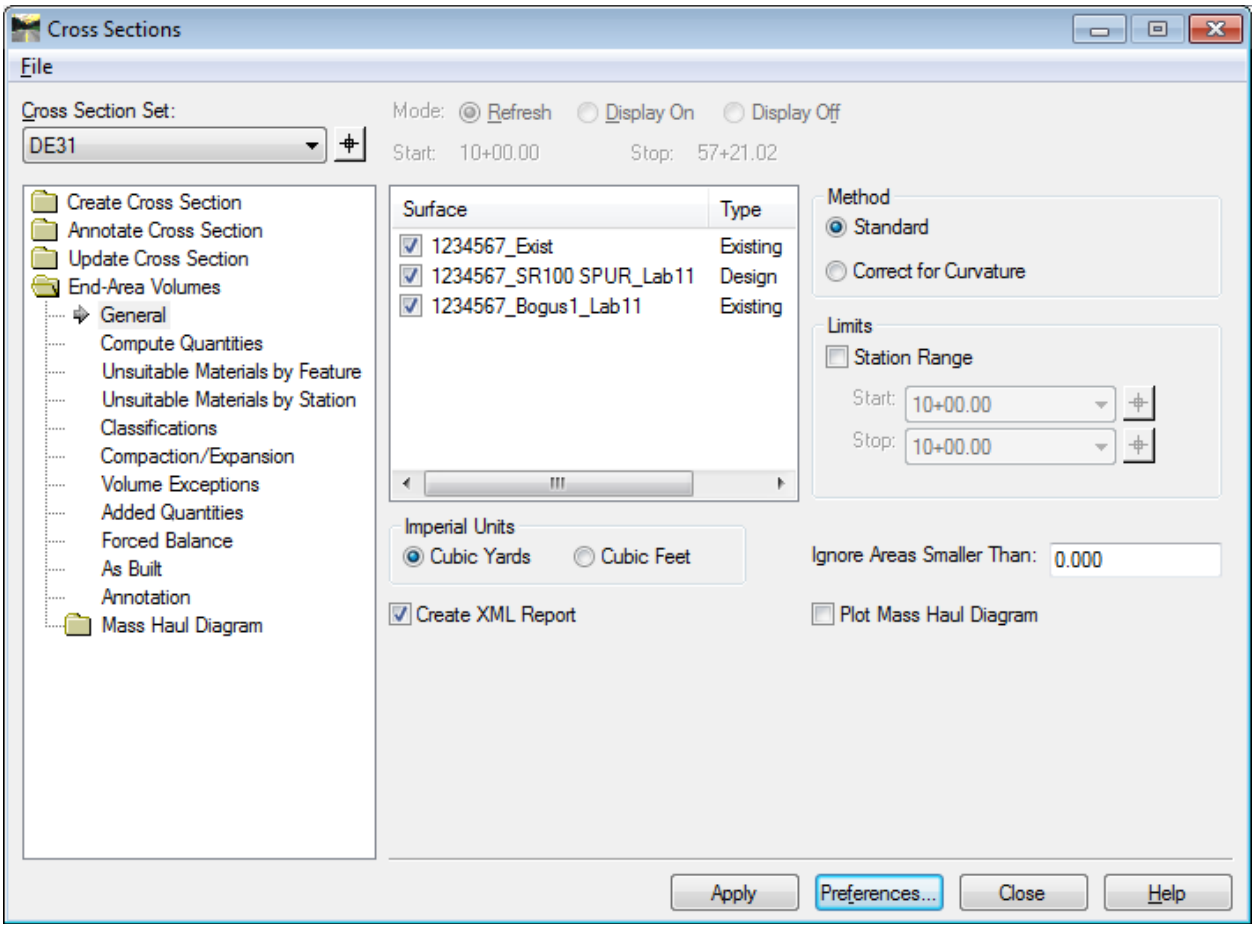

Figure L11-4 End-Area Volumes
- Verify your settings match those as shown in *Figure L11-4*.